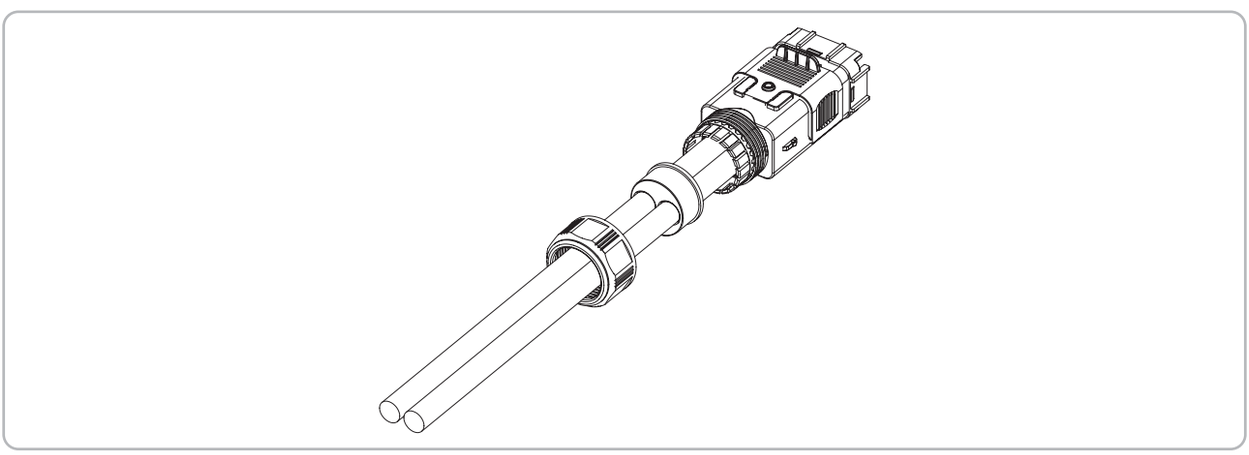

Figure 4-18
4) Loosen the Gland of the waterproof cover, but do not remove the Gland. Pass the battery cables through the Gland, the waterproof ring and the waterproof cover in sequence, as shown in Figure 4-18.